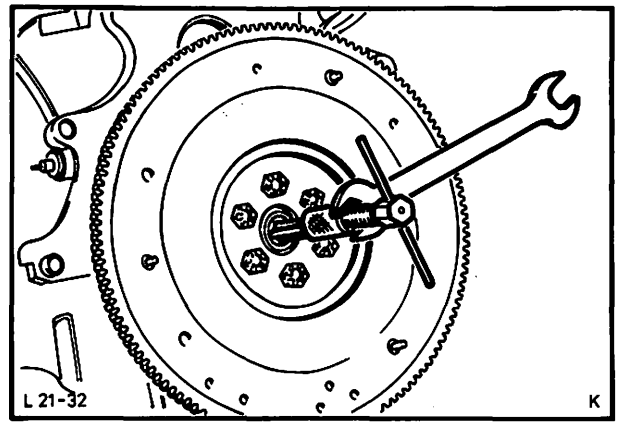

Abb. 128 Führungslager – Antriebswelle mit Spezialwerkzeug 21-037 ausziehen
2. Die seitlichen Arme des Spezialwerkzeuges 21-037 hinter dem Führungslager ansetzen und durch Anziehen der Mutter Lager herausziehen, Abb. 128.